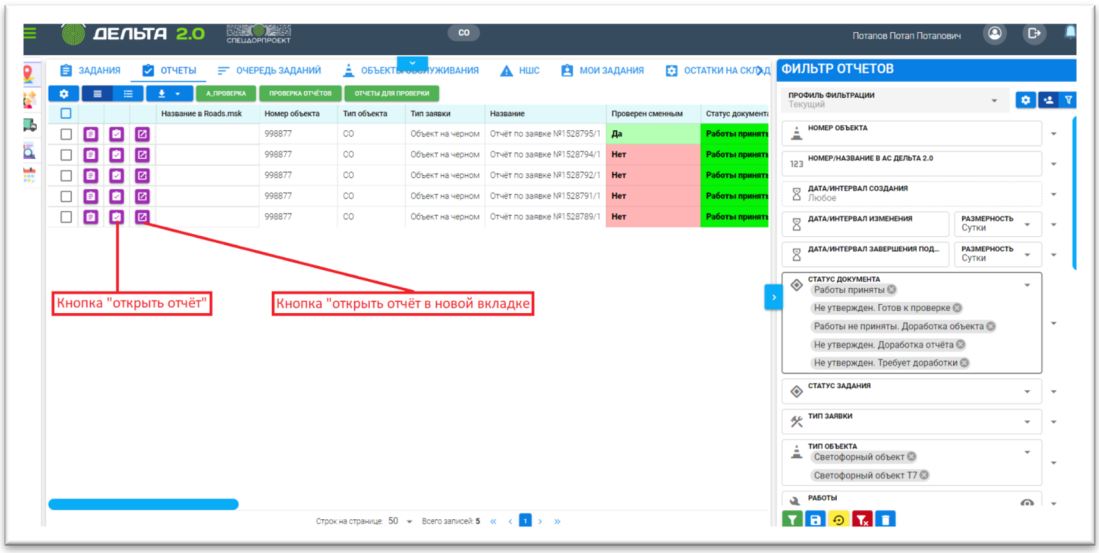

Рисунок 103
- Открыть отчёт при помощи кнопок «открыть отчёт» либо «открыть отчёт в новой вкладке» (Рис. 103)